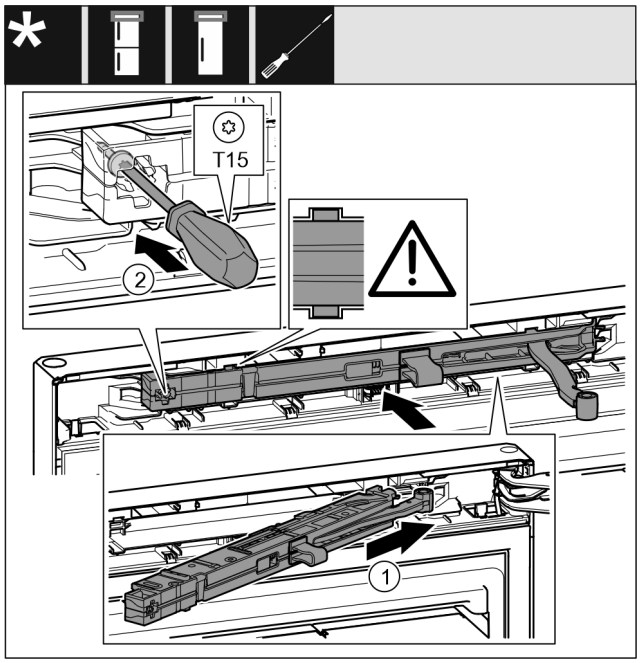

Fig. 71
▶ Schließdämpfereinheit *Fig. 71 (1)* auf der Lagerbockseite bis zum Anschlag schräg in die Aussparung einschieben.
▶ Schraube *Fig. 71 (2)* mit einem Schraubendreher festschrauben.